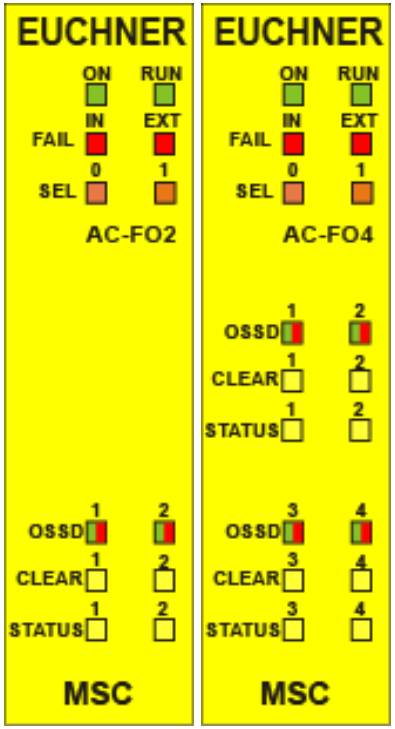

Bild 35:
8.4.8. Module AC-FO2/AC-FO4 *(Bild 35)*